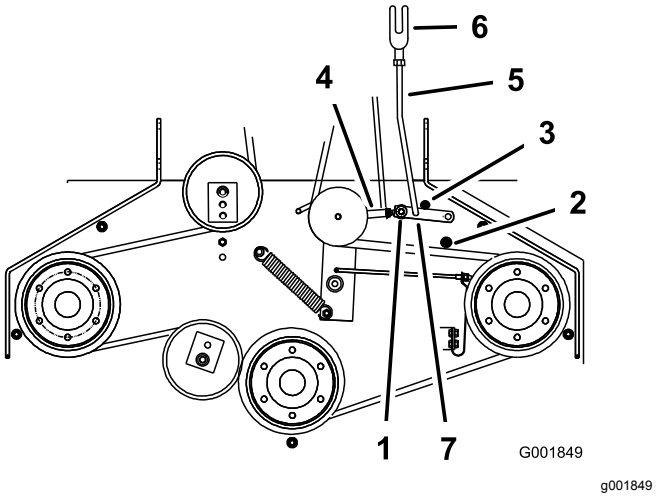

**Figur 50**
5. Se till att stödarmen ligger an mot det bakre stödarmsanslaget på klippdäcket (Figur 50).
7. Stödarmen ska ligga an mot det främre stödarmsanslaget på däcket. Om den inte ligger an justerar du vinkelhävarmen så att den ligger närmare stödvinkeln (Figur 50).
8. Justera stödarmslänken genom att avlägsna hårnålssprinten från stödarmen (Figur 50).
11. Montera stödarmslänken i stödarmen och fäst den med hårnålssprinten (Figur 50).